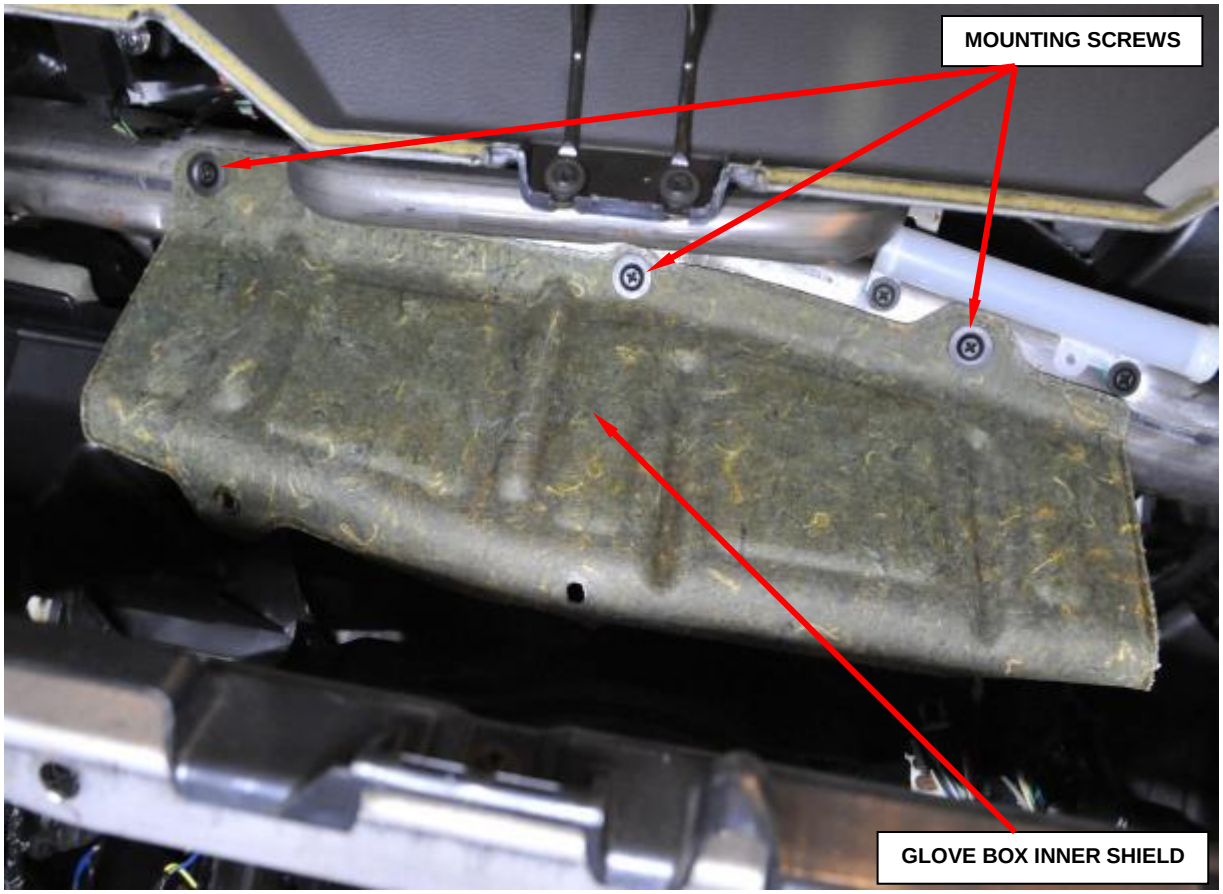

**Figure 51 – Inner Glove Box Shield**
3. Remove and save the three mounting screws to the inner glove box shield (Figure 51).
15. Install the inner glove box silencer shield using the three mounting screws (Figure 51).